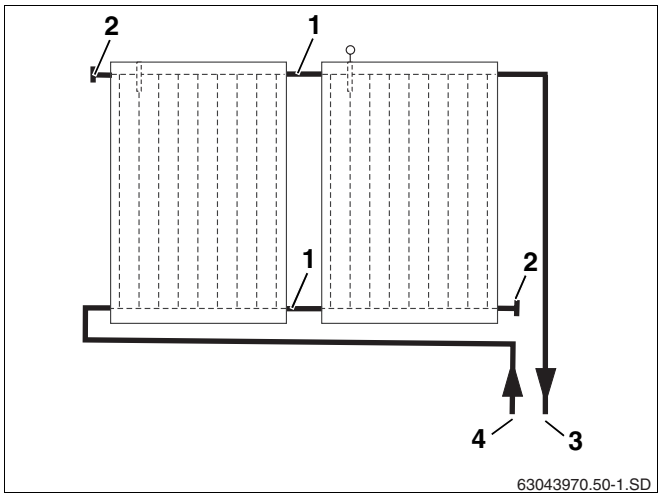
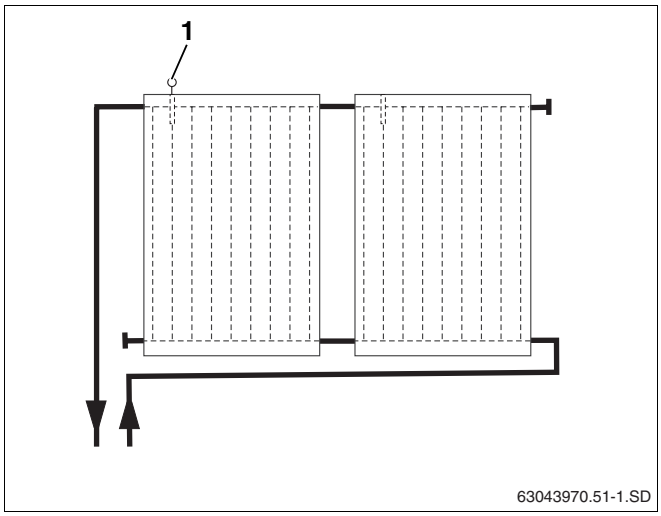

Afb. 40 Hydraulische aansluiting – vertrekleiding rechts
Afb. 41 Hydraulische aansluiting – vertrekleiding links
De leidingen van het collectorveld moeten volgens het principe Tichelmann gelegd worden. Zodoende wordt bereikt, dat elke collector voorzien wordt van hetzelfde debiet (afb. 40).
De vertrekleiding kan rechts (afb. 40) of links bovenaan (afb. 41) uitgevoerd worden. In dit voorschrift wordt de vertrekleiding aan de rechterzijde voorgesteld.
De collectoren moeten zo gemonteerd worden, dat de voelerdoorvoer voor de plaatsing van de collectorvoeler (afb. 41, **pos. 1**) zich bovenaan bevindt.